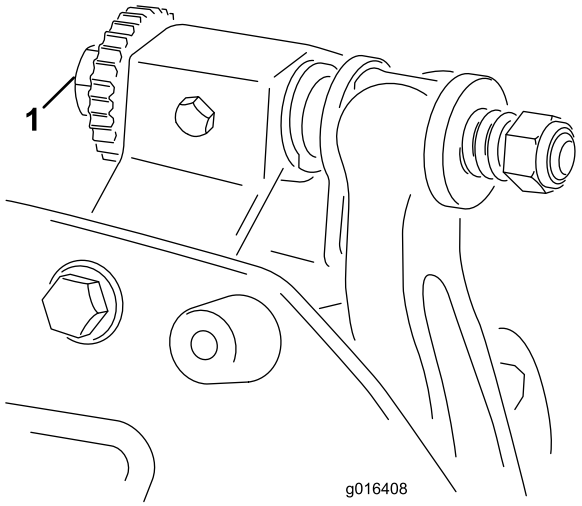

Figur 9
1. Plasser maskinen på en flat, jevn arbeidsoverflate. Kontroller at motstålet ikke er i kontakt med noe ved å dreie justeringsskruene på motstålet mot klokken (Figur 9).